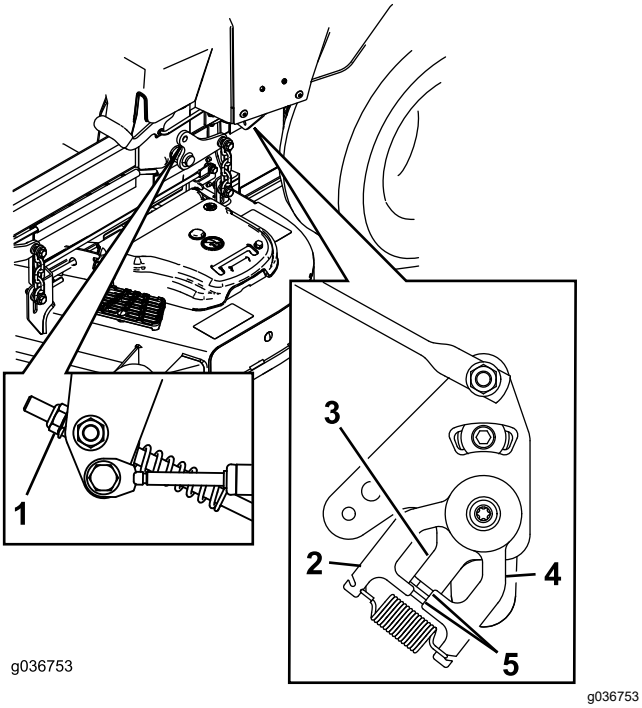

Figur 68
11. Juster længden på pumpekontrolstangen ved at dreje møtrikken i den relevante retning, indtil hjulene bevæger sig langsomt baglæns (Figur 68).